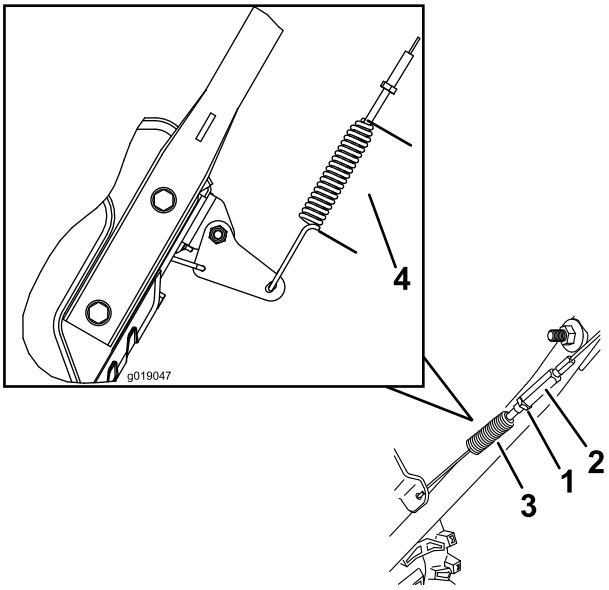

Bild 40
3. Lösen oder ziehen Sie die Spannschraube an, um die Federlänge auf 7 cm einzustellen (Bild 40).
4. Ziehen Sie die Klemmmutter (Bild 40) an und stellen Sie sicher, dass der Antriebsbowdenzug etwas gespannt ist.